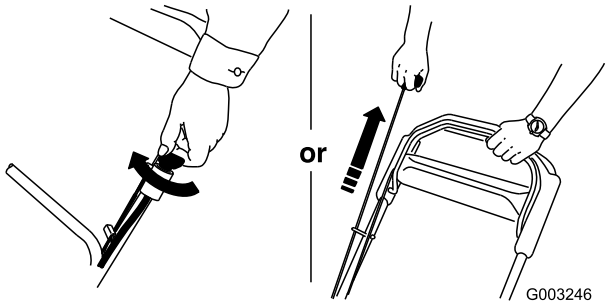

Figur 20
3. Start motoren, enten ved hjælp af tændingsnøglen (kun model 20796) eller tilbageslagsstarteren (Figur 20).